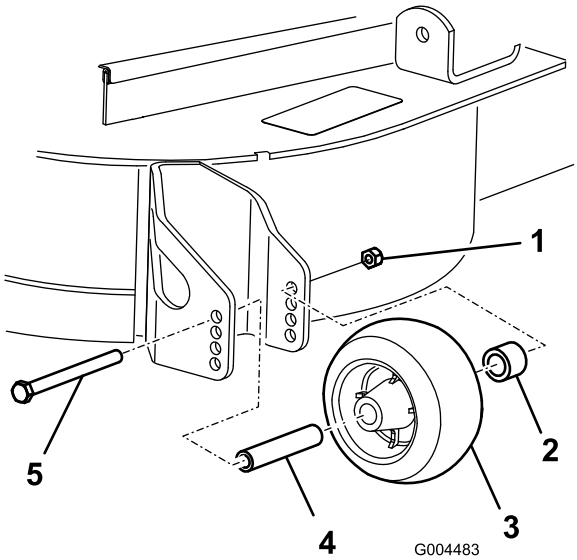

Figur 22
3. Når du har justeret klippehøjden, skal du justere rullerne ved at fjerne flangemøtrikken, bøsningen, afstandsbøsningen og bolten (Figur 22).
Bemærk: Spænd til 54-61 Nm (Figur 22)